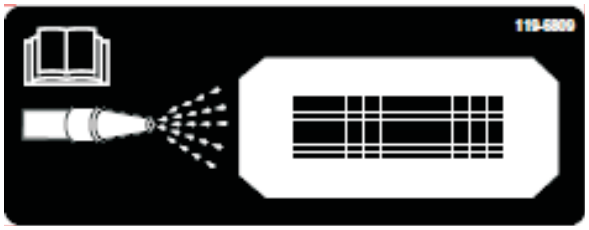
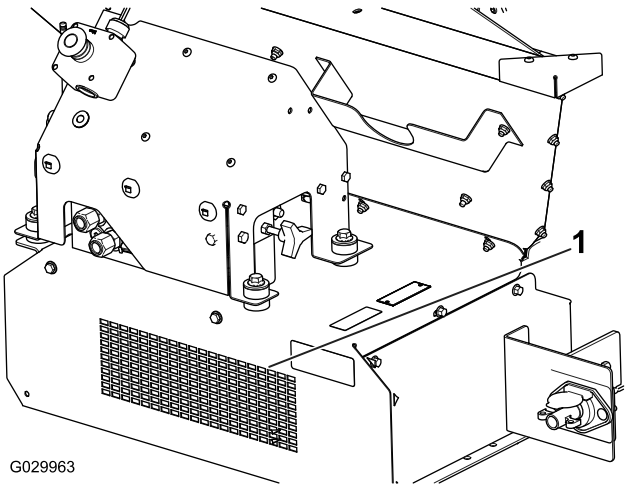

Figur 57
Figur 58
10. Find rengøringsmærkaten på forenden af maskinen (Figur 57), og brug en vandslange til at sprøjte vand gennem den forreste afskærmnings netmaske, indtil den indvendige del er helt fri for materiale (Figur 58).